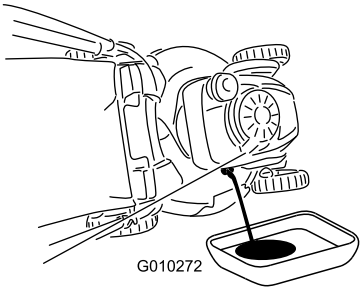

**Figur 39**
3. Tippa gräsklipparen på sidan (med luftfiltret uppåt) för att tömma ut den använda oljan genom påfyllningsröret (Figur 39).